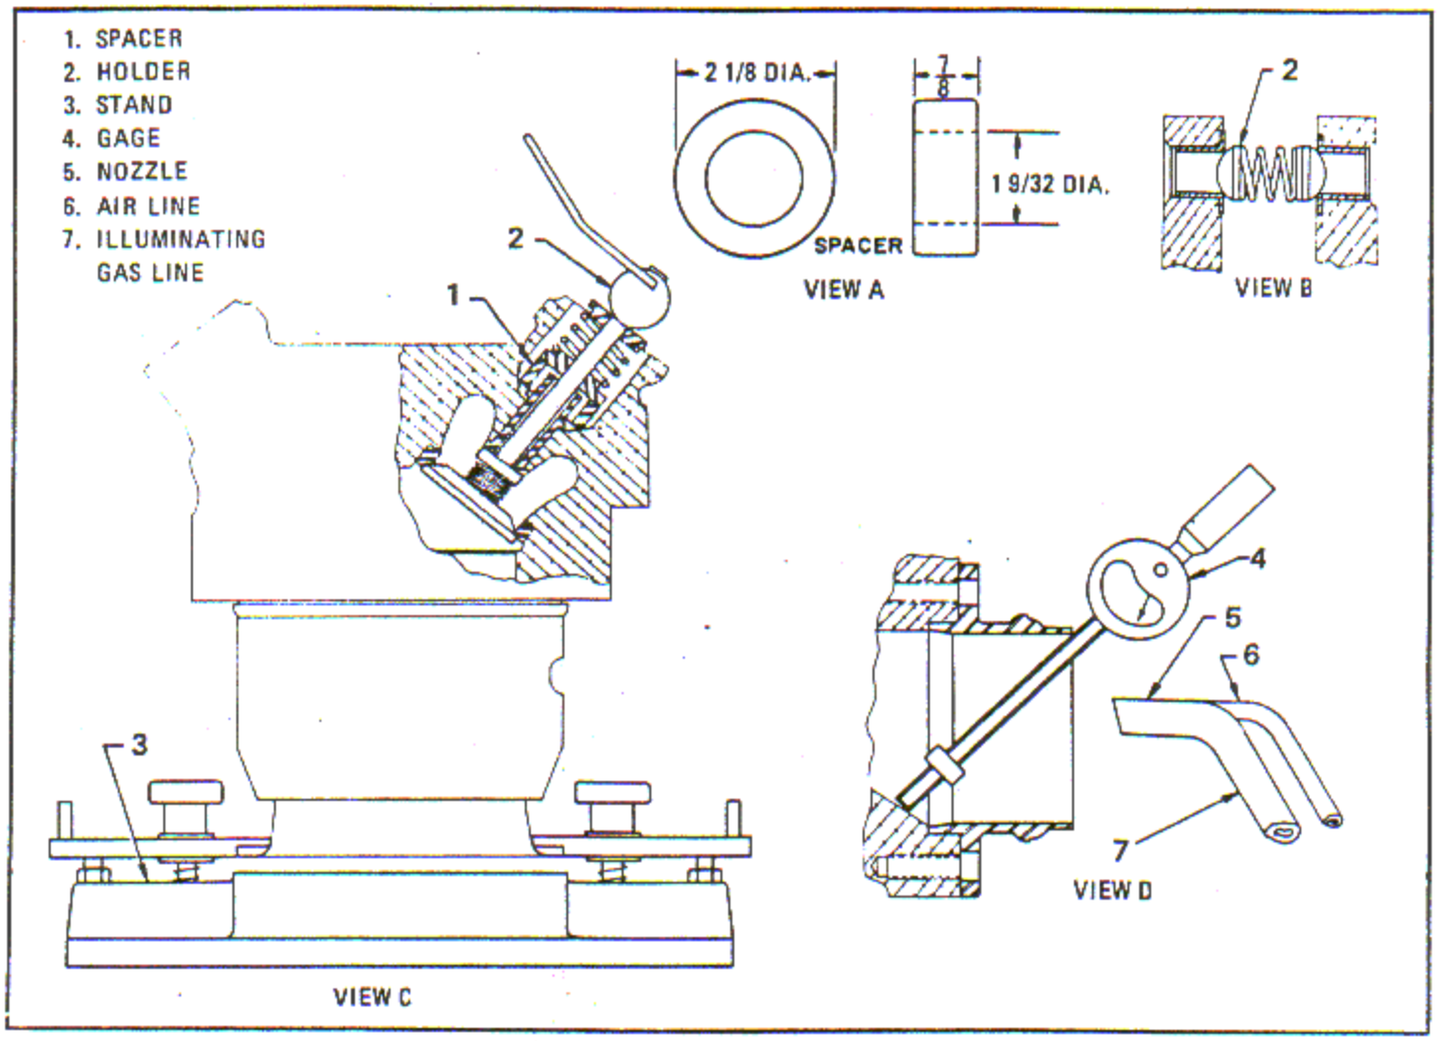

Figure 6-171. Cylinder Exhaust Pipe Tooling and Heating
c. Prior to heating cylinder head with nozzle (5, figure 6-171), install rocker arm shaft bushing and the intake and exhaust valve guide and seat retaining holders (2), and a locally fabricated spacer (1) as shown in views A and C.
a. Clamp the cylinder assembly in stand (3, figure 6-171) shown in view C. Heat the cylinder internally through the exhaust port to a temperature of 260 - 287°C (500 - 550°F). Check temperature of cylinder at frequent intervals using a pyrometer gage and thermocouple (Cat. No. 1645-8 Alnor Pyro Point plus No. 1310 thermocouple, Illinois Testing Laboratories, Inc., Chicago, Illinois, or equivalent).